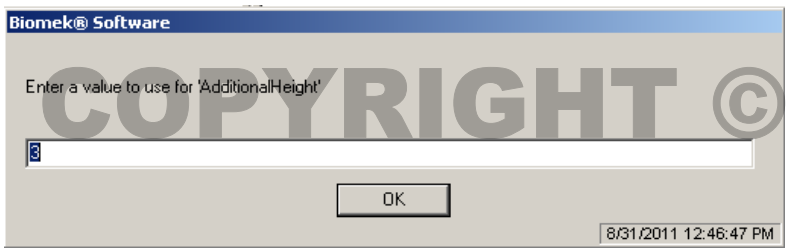

Figure 5. Pod 1 z-axis position.
1.13 The next prompt is asking by how much the user should change the Pod1 z-axis position (Figure 5). The default is 3 and it is in cm. Do not change this value and just click OK.